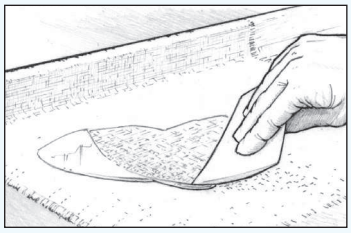

Figur 29 Sprid ut epoxin på vävytan med en limspridare av plast.
5. Sprid ut epoxin på vävytan med en 808 Spackelverktyg. Arbeta lugnt från pölen i mitten ut mot de torra ytorna *(Figur 29)*. Väven blir genomskinlig i takt med att den ”väts ut”. Detta är ett tecken på att väven är lagom mättad. Om underlaget är poröst är det viktigt att det finns tillräckligt med epoxi som kan absorberas av både väven och underlaget. Överarbeta inte med spridaren, eftersom detta kan resultera i att små luftbubblor uppstår i epoxin. Detta är speciellt viktigt om en helt genomskinligt resultat önskas.